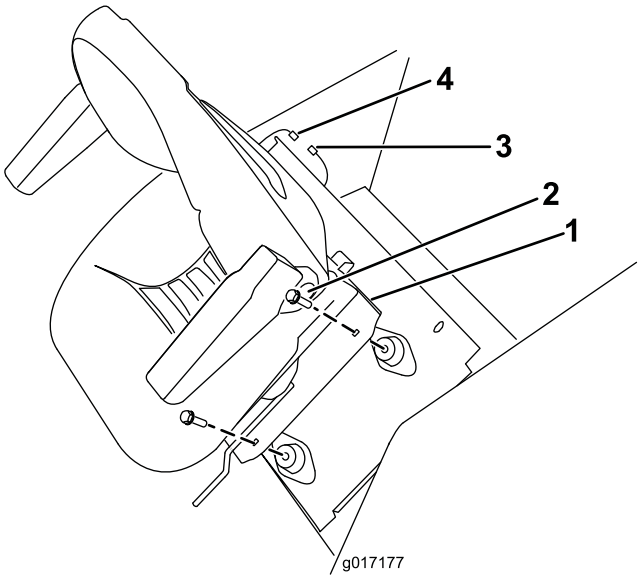

Figuur 7
6. Bevestig de stoelbasis aan de stoelbeugels en stoelplaat met de bevestigingen die u eerder verwijderd hebt (Figuur 7).
7. Sluit de draadboom aan op de draadaansluiting van de stoel (Figuur 7).